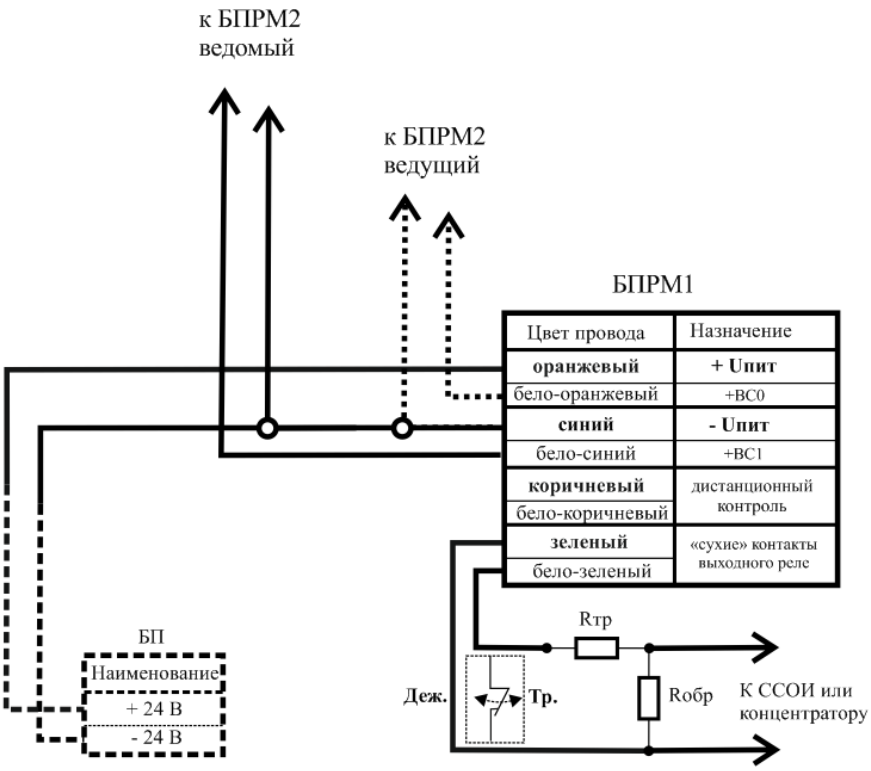

Рис.10.25
10.5.1 В соответствии с электрической схемой проекта произвести подключение проводников встроенного в БПРМ кабеля к КС-1. В зажимы «Rшс» КС-1 установить контрольные резисторы. Пары контрольных проводов от ППК подключить к зажимам «ШС». В случае контроля цепи ТРЕВОГА на зажимах «ШС» КС-1 без внешнего резистора (перемычка в зажимах Rшс), необходимо ограничить ток значением не превышающим 100 мА (ограничитель тока можно установить вместо перемычки в зажимах Rшс). Пару проводов «24 В» от блока питания подключить к двум зажимам «Uпит» КС-1. Пару проводов «ДК» от кнопки или реле дистанционного контроля подключить к двум зажимам «ДК». Аккуратно уложить проводники. Зажимы «ВС0» («ВС1») извещателя соединить с зажимами «ВС1» («ВС0») соседнего (смежного или параллельного) извещателя. (см. рис. 10.25.)